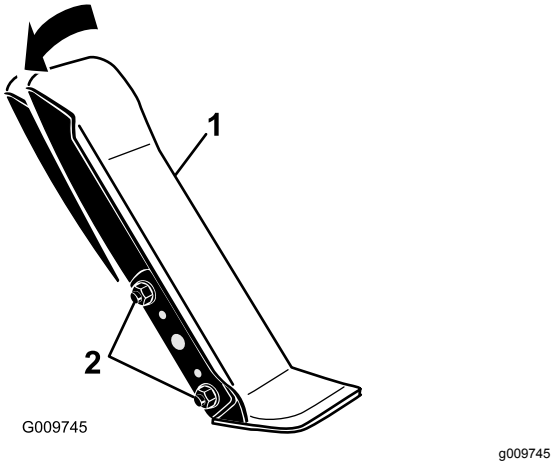

**Figuur 88**
1. Draai de 2 bouten en moeren los waarmee de linkerzijde van het tractiepedaal aan de beugel is bevestigd (Figuur 88).
2. Draai het pedaal naar de gewenste hoek en draai de moeren vast (Figuur 88).